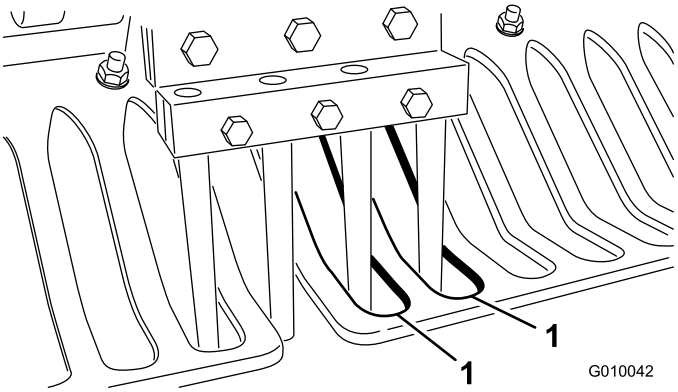

**Figur 26**
6. Kontrollera att harvpinnarna hamnar i mitten av mellanrummen i gräsmatteskydden (Figur 26). Justera gräsmatteskydden efter behov och dra åt muttrarna.